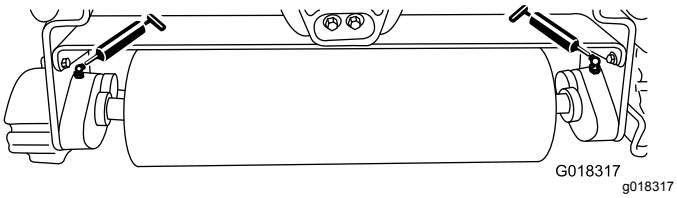

Rysunek 6
Smaruj wtłaczając smar przez 2 smarowniczki (Rysunek 6) na każdym zespole walców potrójnych co każde 15 godzin pracy, używając smaru nr 2 na bazie litu. W celu uzyskania najlepszych rezultatów zaleca się stosowanie smarownicy ręcznej.
2. Wtłaczaj smar do łożysk wałów zespołu walców potrójnych, aż da się odczuć opór (Rysunek 6).